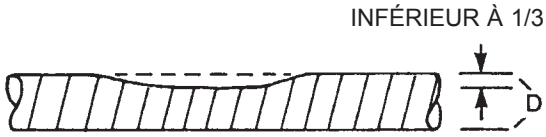

Figure : 5-1 – Réparation inutile. Dommage minime sur la conduite en raison d'un choc ou d'un écrasement
1. Il n'est pas nécessaire de réparer ou de remplacer les tuyaux si ceux-ci sont légèrement cabossés en raison d'un choc ou d'un écrasement comme illustré dans Figure : 5-1